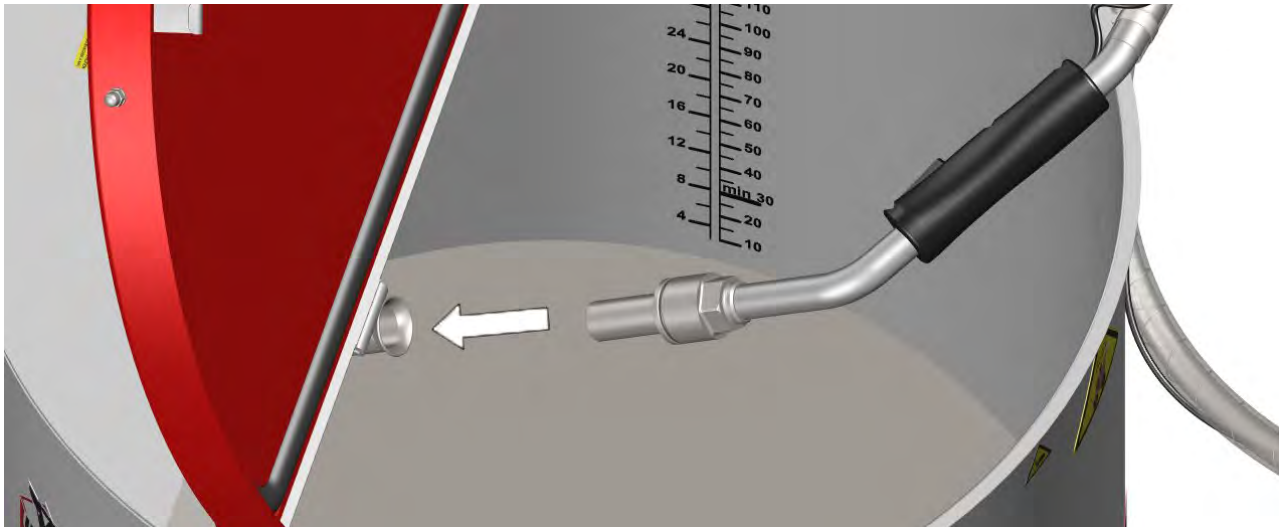

Afbeelding 22: Het doseerpistool in de spoelinrichting steken
1. Steek het doseerpistool in de spoelinrichting (zie Afbeelding 22: Het doseerpistool in de spoelinrichting steken.)